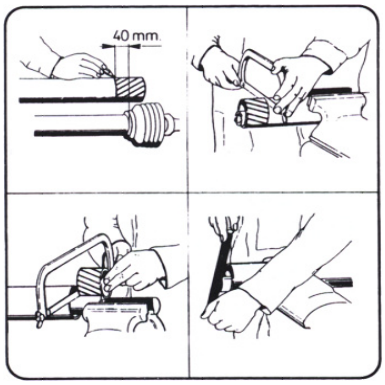

Rys. 11
- skrócić o tę samą zaznaczoną wartość osłonę wewnętrzną i zewnętrzną, skrócić profil przesuwny wewnętrzny i zewnętrzny do wymiarów osłony – Rys. 11. Inne przeróbki wału WTP nie są zalecane.